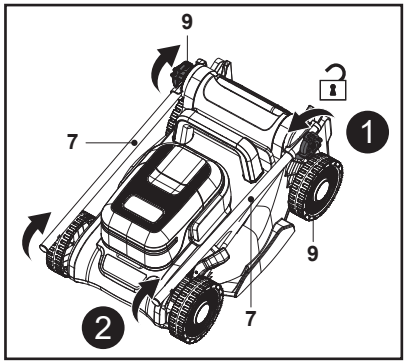

Fig. 1
2. Slăbește butonul de blocare (9) în sens antiorar fără a-l scoate, apoi depliază bara mânerului inferior (7) (fig. 1, pașii 1, 2).